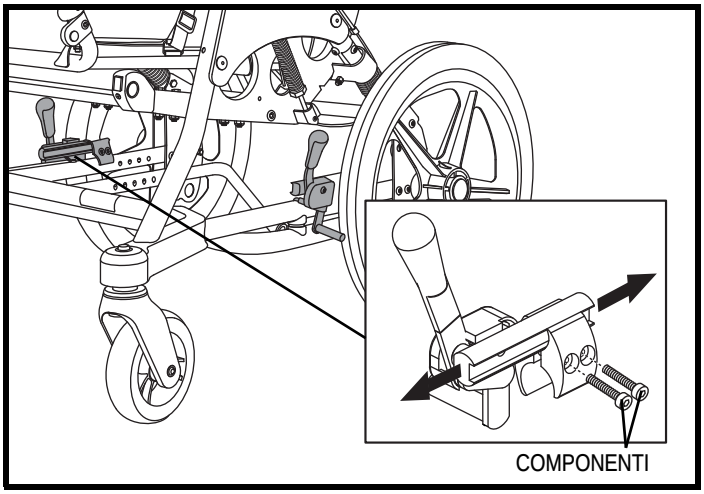

Figura 59. Componenti del blocco ruota manuale
2. Allentare i componenti che stringono il morsetto del blocco ruota al telaio. **Vedere la figura 59.**